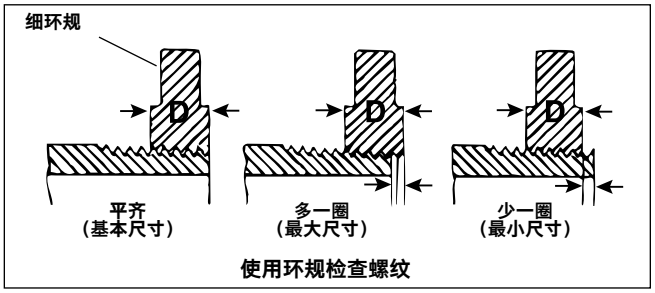

图 16 – 检查螺纹尺寸
3. 检查螺纹尺寸。检查螺纹尺寸的首选方法是使用环规。环规的款式多种多样，它们的用途也各不相同，如*图 16* 中所示。